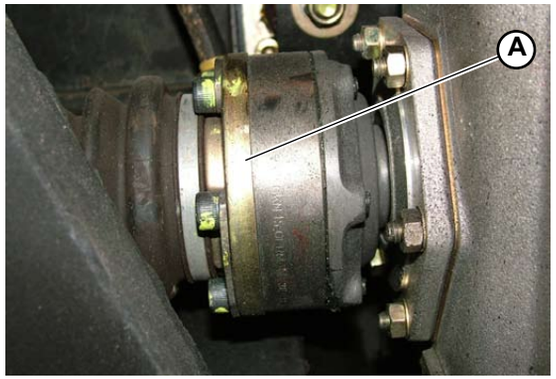

Fig.1
1. Free the axle shaft from the flange of the rear differential (**A-Fig.1**) by unscrewing the six mounting screws.